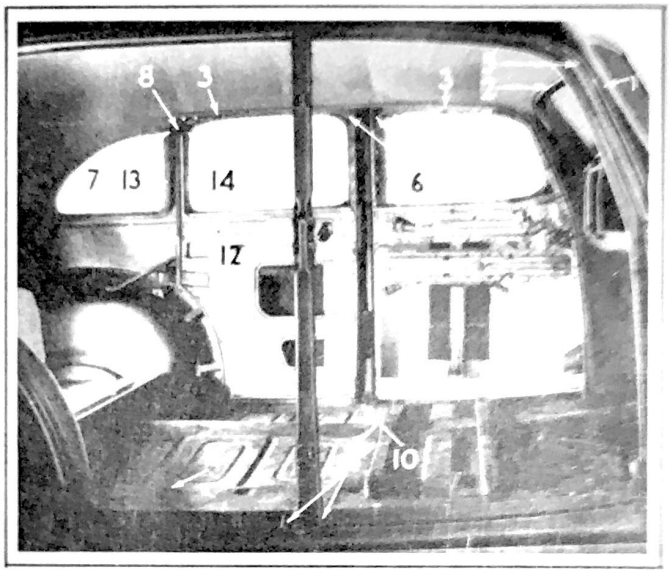

Figure 361
ROOF PANEL WELD POINTS. See Fig. 361. The roof panel extends from the windshield opening to the rear compartment opening.
It is welded at the front end panel at (1), Fig. 361, to the body header at (2), to the body header along point (3) and to the quarter panel along (4).
BODY HEADER ASSEMBLY is welded to the front pillar at (5), Fig. 361. It is welded and riveted to the lock pillar at (6), welded and riveted to the rear pillar at (7) and to the quarter panel at (8).
PILLARS. The lock pillar is welded to the underbody panel at (9), Fig. 361, and is riveted to the underbody panel at (10). On two door sedan and coupe models the lock pillar is welded to the quarter panel.
The rear pillar is welded to the underbody panel at (11), Fig. 361, to the wheelhouse at (12), to the quarter panel at (13) and to body header (14).